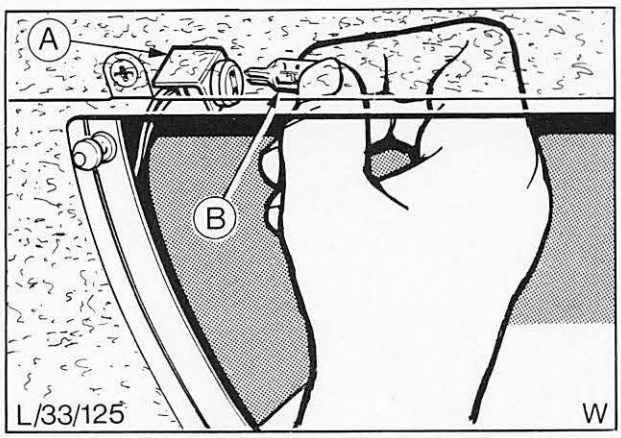

Abb. 46 Leuchte – Handschuhkasten
2. Glühlampe mit Glassockel aus der Leuchte ziehen, Abb. 46.